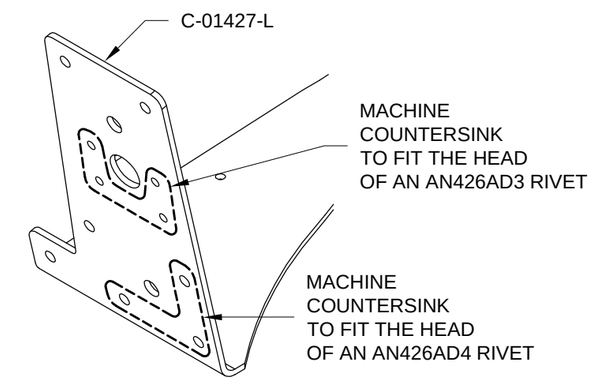

FIGURE 3: MACHINE COUNTERSINK CANOPY RAIL FLANGE
Step 6: Machine countersink the aft side of the C-01427-L Aft Canopy Rail Flange as shown in Figure 3.